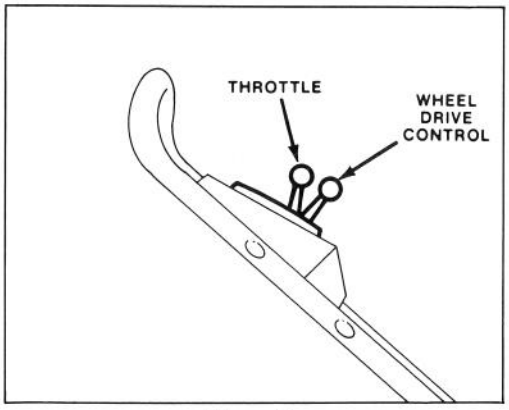

Figure 5
1. CONTROLS (Fig. 5) – Wheel drive control and throttle are on upper handle.
2. STARTING (Fig. 5) – Push wire onto spark plug. Move wheel drive control to DISENGAGE and throttle control to FAST. Pull fingertip starter and regulate throttle as required when engine starts.
4. SELF-PROPELLING (Fig. 5) – Move wheel drive control to ENGAGE. Front wheels will now drive mower. For maneuvering and making turns, push down on handle to raise front wheels slightly off grass. Move control to DISENGAGE detent to stop front wheel drive.
5. STOPPING (Fig. 5) – To stop engine, move wheel drive control to DISENGAGE and throttle to OFF. Pull wire off spark plug if mower is unattended or not used.